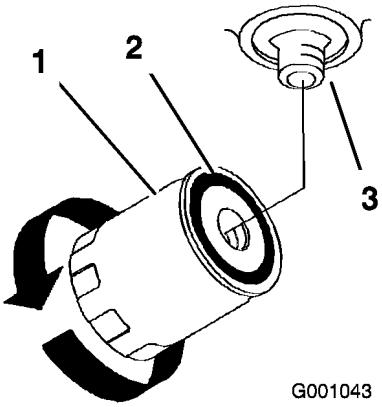

Figur 69
7. Påfør et tyndt lag på gummipakningen på det nye filter (Figur 69).
9. Fyld hydrauliktanken med hydraulikvæske, indtil væsken flyder over filteret, og drej dernæst oliefilteret med uret, indtil gummipakningen berører filteradapteren. Stram dernæst filteret yderligere 1/2 omgang (Figur 69).